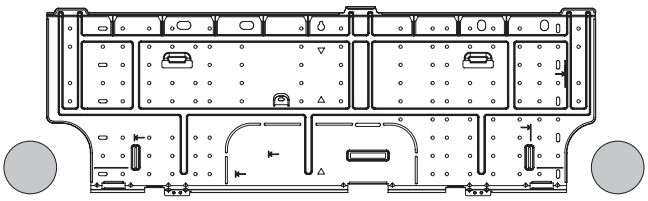

Abb. 3-10
(1) Die Rückwand mit den 8 mitgelieferten Schrauben an der Wand befestigen. (Abb. 3-10)